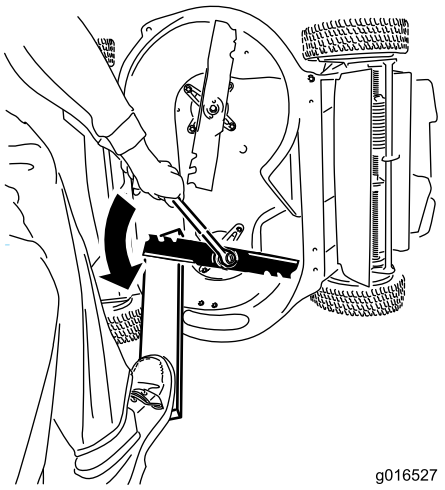

Рисунок 32
1. Используйте деревянную подкладку для неподвижного удерживания каждого ножа и поверните болт крепления ножа против часовой стрелки, как показано на Рисунок 32.